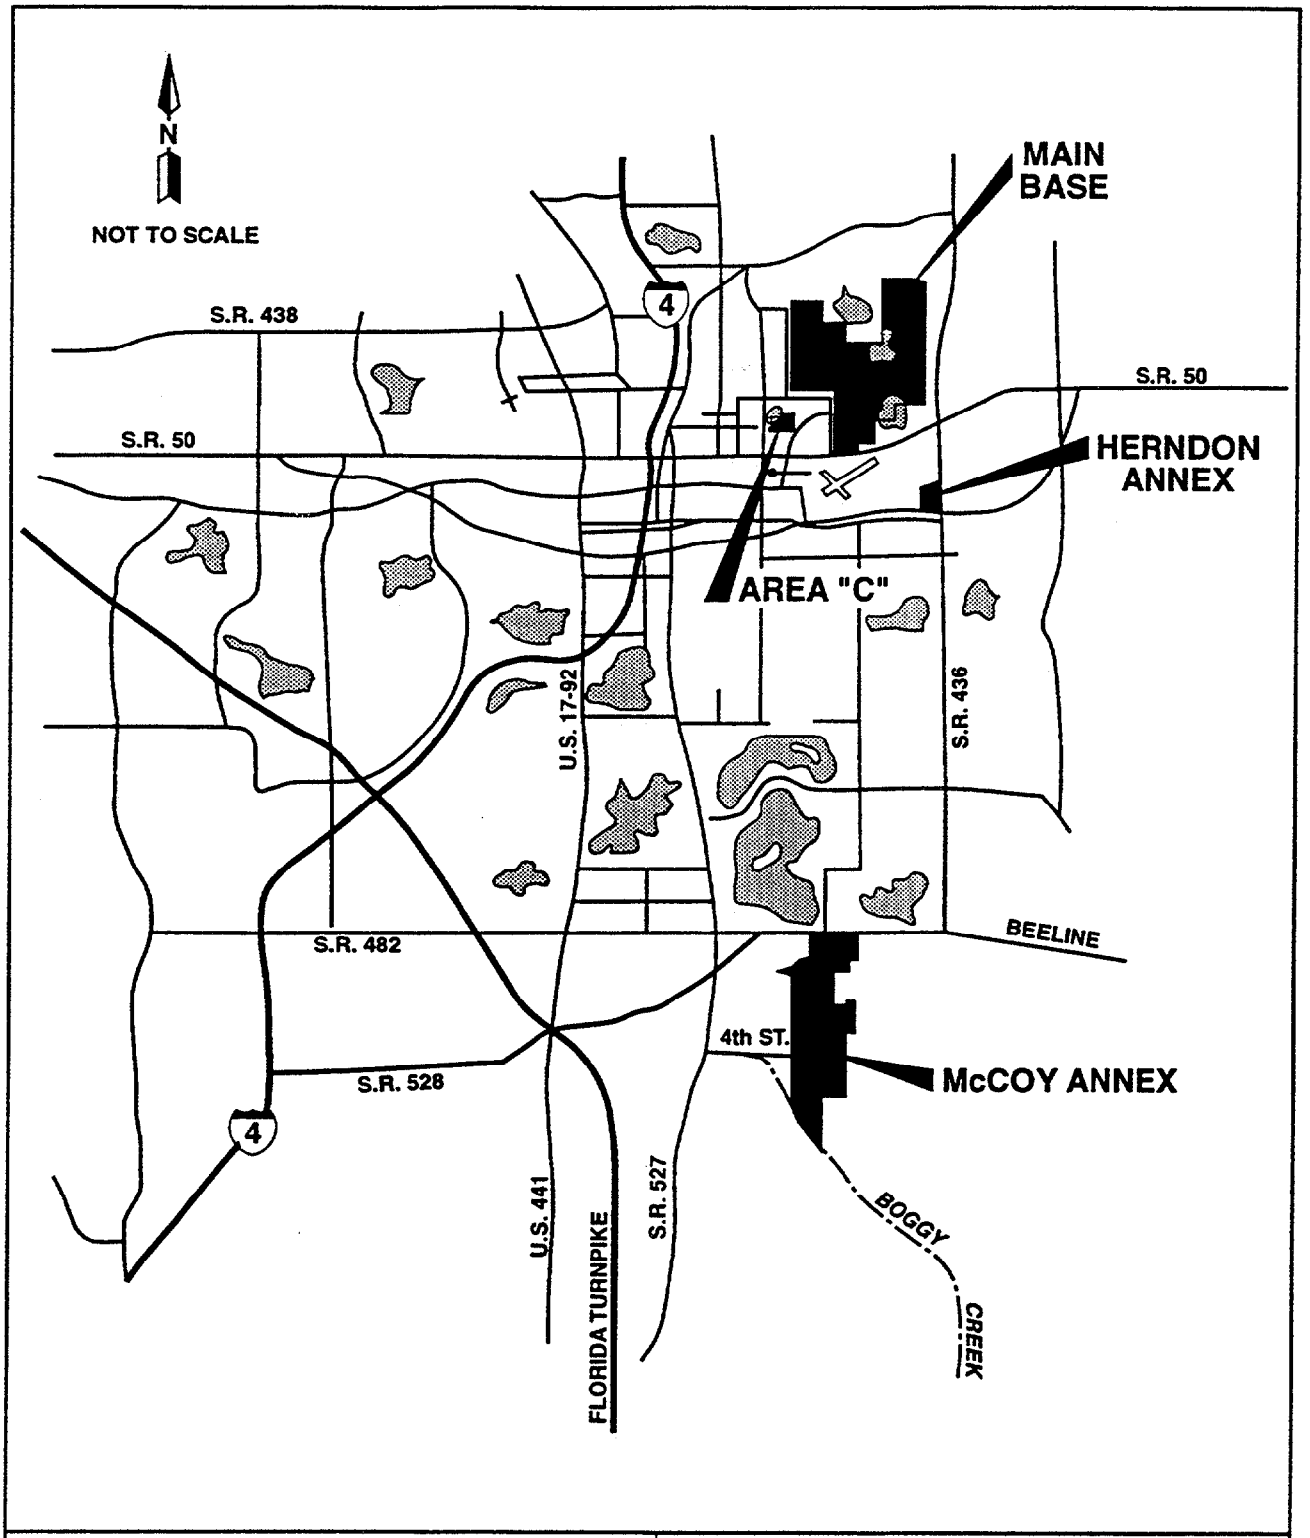

FIGURE 2-1
2.1 SITE NAME, LOCATION, AND SIZE. NTC, Orlando (Figure 2-1) encompasses 2,072 acres in Orange County, Florida, and consists of four discrete facilities: the Main Base, McCoy Annex, Herndon Annex, and Area "C".